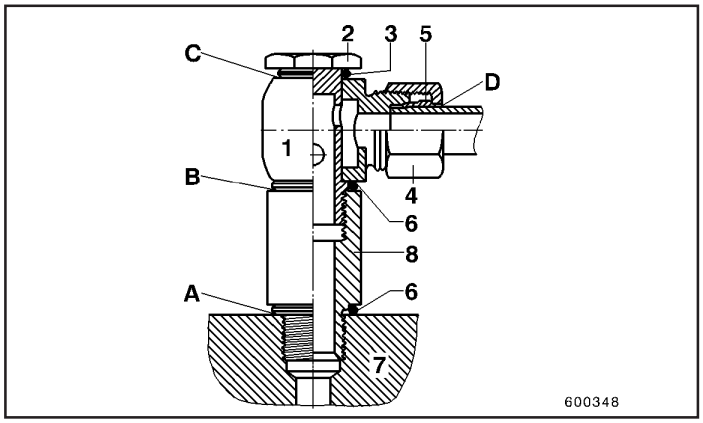

Fig.3
Durante o aperto do parafuso vazado, certifique-se de que o corpo (1) esteja posicionado em ângulo reto em relação à superfície de assentamento (7) ou ao nipple (8, fig. 3), pois somente assim os anéis de vedação (3) e (6) são eficientes. A superfície de assentamento da conexão deve estar limpa, nivelada e posicionada em ângulo reto em relação à rosca do parafuso vazado. Antes de apertar o parafuso vazado (2), é aconselhável afrouxar ligeiramente a porca de união (4) para que nenhuma tensão seja transferida através do corpo (1) para o tubo conectado.
Conexão com parafuso vazado e adaptador macho longo (Fig. 3)
O parafuso vazado é roscado no interior do adaptador (8, Fig. 3); os componentes do sistema são os mesmos descritos no item “Conexão com parafuso vazado”.